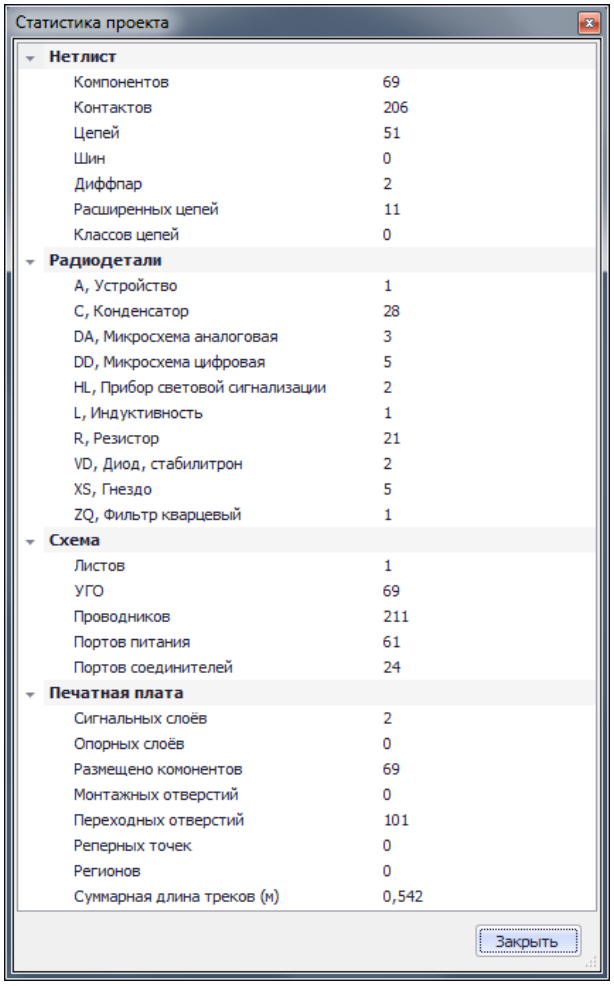

Рис. 566. Статистика по проекту
- Статистика по проекту, Рис. 566.